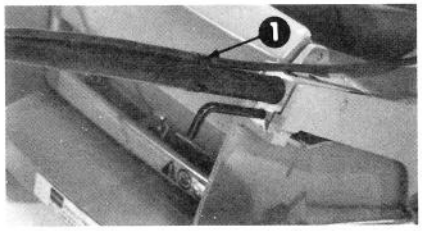

Figure 5
1. Install cable clips around the motor safety switch cable on both the upper and lower handle (Fig. 5).